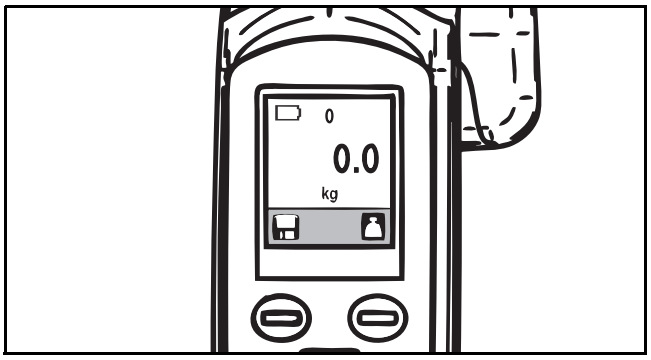

図 61
2) 起動時にスリングが既にスプレッダーバーに取り付けられている場合には、MAXI MOVE は既に自動的にゼロ設定されており、スリングの体重は勘案されています （図 61 を参照）。